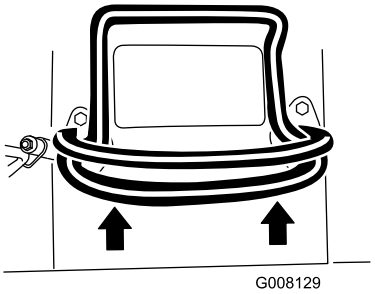

**Figur 9**
- För drivreglaget framåt för att köra framåt (Figur 9).